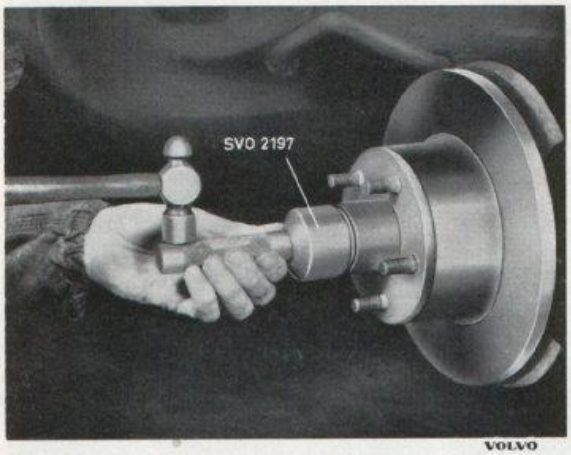

Bild 6-6. Demontering av fettkapsel
4. Demontera fettkapseln med verktyg SVO 2197 (bild 6-6). Tag bort saxpinnen och kronmuttern. Drag av navet med avdragare SVO 1791 (bild 6-7). Drag av inre lagret från hjulspindeln med avdragare SVO 1794 (bild 6-8) om lagret sitter kvar.